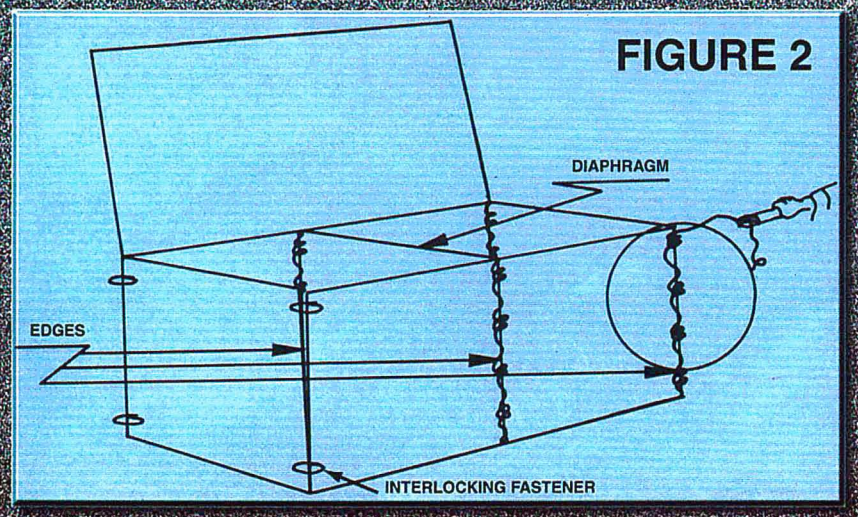

FIGURE 2
2. Lift the sides, the ends and the diaphragms of each unit into vertical position. (See Figure 2)
3. Attach the edges of four corners together with locking wire fastener or lacing wire with the diaphragms to the front and back of the gabion. (See Figures 2 and 4)